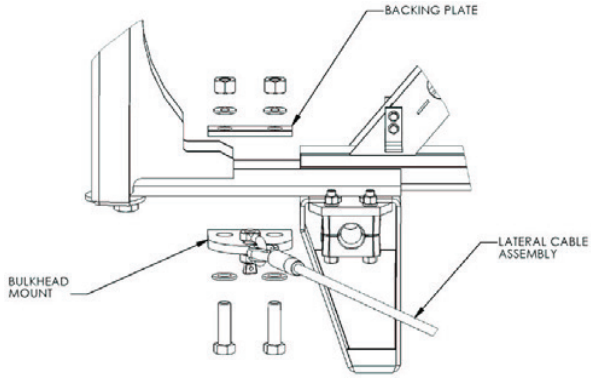
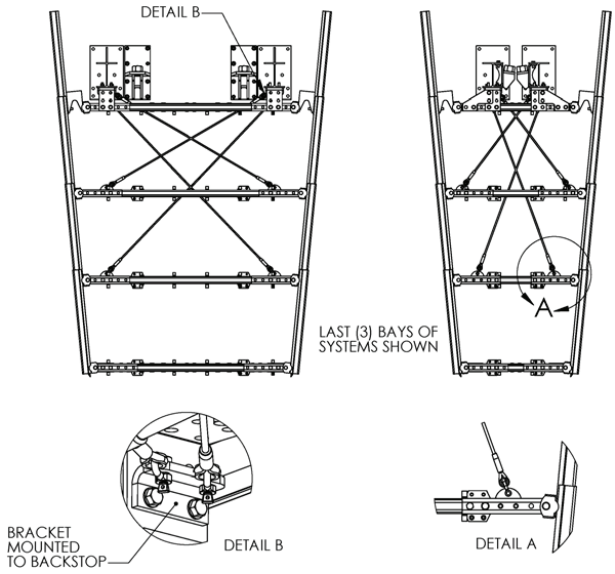

Figure 31. Lateral Support Cable
Figure 35. Install Cable Clamps
The Lateral Support Cables are 12mm diameter and have a 12mm shackle on one end. There are eight (8) cable assemblies in the kit. The shackles pin to the cable mounts on the bulkheads and Wide Flange Backstops (Figure 31, 32, 33, 34, 35). The two cables from each backstop are routed to the opposite sides of the last two bulkheads (Figure 35).